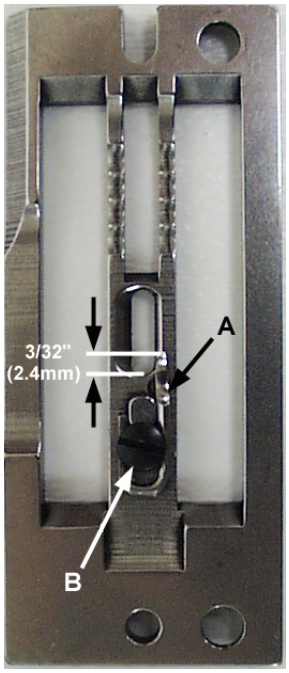

Fig 9
Remove the throat plate and set the retainer (A, Fig 9) so that the tip is approximately 3/32″ (2.4mm) from the front of the needle hole in the throat plate and tighten screw (B). The retainer may need to be move in or out slightly if skipping or malformed stitches occur while sewing.